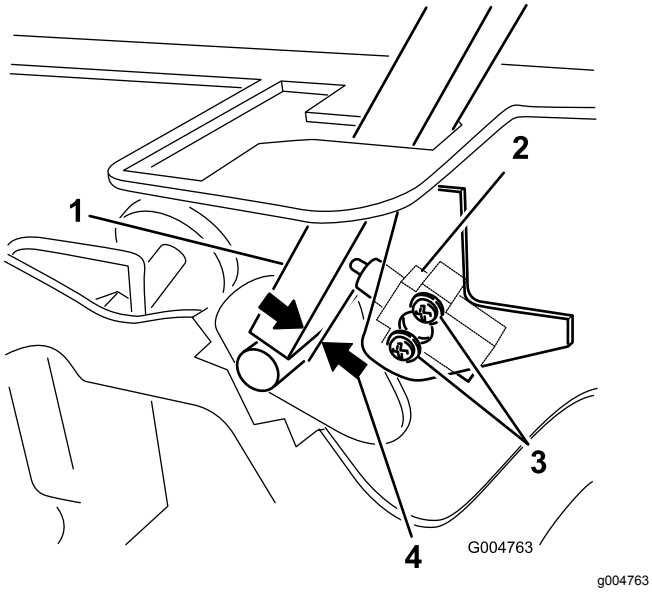

Rysunek 47
3. Poluzuj 2 śruby mocujące przełącznik blokady (Rysunek 47).
4. Trzymając dźwignię sterowania przy ramie, przesuwaj przełącznik w kierunku dźwigni, aż odległość pomiędzy dźwignią i obudową przełącznika wyniesie od 0,4 do 1 mm, jak pokazano na Rysunek 47.